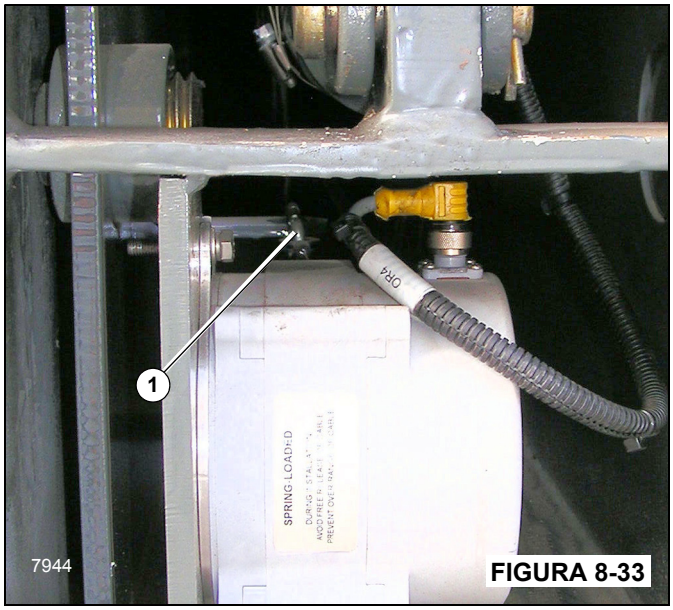

FIGURA 8-33
3. Retire el conector de potenciómetro del OMS (Figura 8-33) del punto de conexión en la viga del estabilizador.